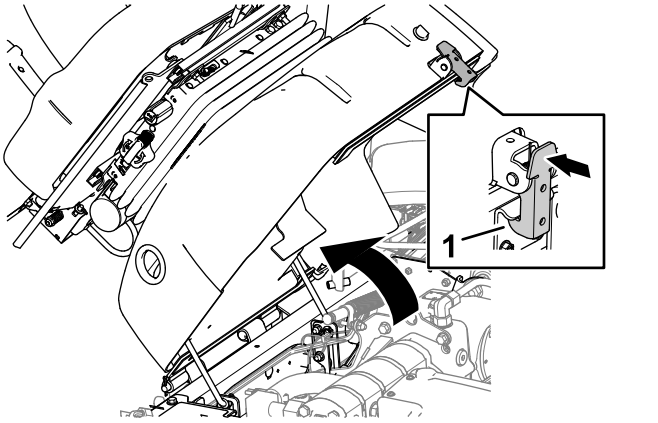

Figuur 97
1. Schuif de stoelvergrendeling naar buiten (Figuur 97).